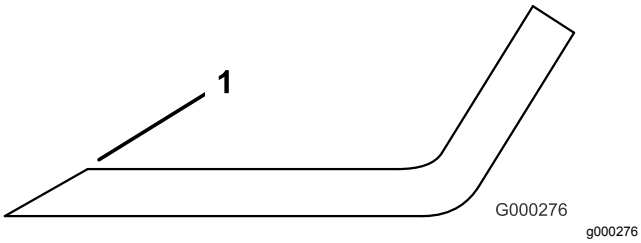

Figuur 114
3. Controleer de snijranden van alle messen. Als de snijranden niet scherp zijn of bramen vertonen, moeten ze worden geslepen. Gebruik een vijl om de bovenkant van het mes te slijpen en de oorspronkelijke snijhoek te behouden en te zorgen dat het mes scherp blijft (Figuur 114). Het mes zal in balans blijven als dezelfde hoeveelheid metaal aan beide snijranden wordt weggehaald.